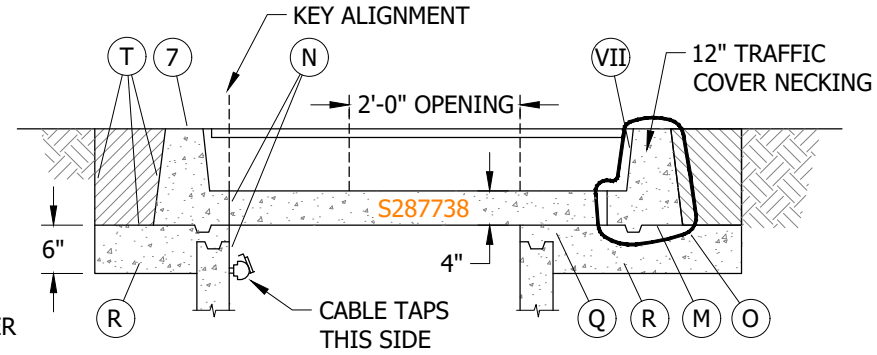

FIGURE 11
(M) BEFORE SETTING TRAFFIC COVER NECKING, PAINT THE UNDERSIDE WITH PRIMER. THIS WILL REDUCE ANY REMOVAL DIFFICULTIES IN CASE OF RETROFIT OR GRADE ADJUSTMENTS. SEE FIGURE 11.
(N) SET THE TRAFFIC COVER USING THE INSIDE LIFTING ANCHORS TO PREVENT ANY PROBLEMS REMOVING THE LIFTING DEVICE. LINE UP THE INSIDE EDGE OF THE TRAFFIC COVER NECKING WITH THE INSIDE EDGE OF THE HANDHOLE INTERMEDIATE SECTION ON THE SAME SIDE THE CABLE TAPS ARE LOCATED. IF HANDHOLE DOES NOT HOUSE CABLE TAPS, ALIGN THE INSIDE EDGE OF THE 3315 HANDHOLE TRAFFIC COVER NECKING WITH THE INSIDE EDGE OF THE INTERMEDIATE HANDHOLE SECTION ON THE STREET SIDE. THIS IS THE KEY ALIGNMENT TO THE ENTIRE INSTALLATION. SEE FIGURE 11.
(O) IF ANY OF THE TRAFFIC COVER NECKING WILL BE SET IN CONCRETE (ALONG A CURB OR IN A CONCRETE STREET), WRAP 4 OR 6 MIL POLYETHYLENE SHEETING COMPLETELY AROUND THE NECKING AND TIE WITH TAPE. THIS WILL PREVENT EXISTING CONCRETE AND NEW CONCRETE FROM BONDING MAKING IT EASIER TO RAISE COVER IN THE FUTURE. SEE FIGURE 11.
(Q) ALIGN TRAFFIC COVER NECKING TO GRADE USING BRICKS OR WOODEN WEDGES. POUR CONCRETE (4-SACK MIX WITH 3/8 INCH PEA GRAVEL OR AS REQUIRED BY CITY OR COUNTY CODES) INSIDE OF NECKING AND INTO THE OVERLAPPING AREA OF SECTIONS. SMOOTH CONCRETE WITH GROUT AND TROWEL. SEE FIGURE 11.
(R) ON THE OUTSIDE OF THE NECKING, POUR AND PACK CONCRETE UNDERNEATH WITH A SHOVEL UP TO THE BOTTOM OF THE NECKING AND UP TO FINAL GRADE LEVEL AT THE CURB. SMOOTH OUT ANY EXCESS CONCRETE COMING THROUGH ON INSIDE OF HANDHOLE. TRIM AWAY EXCESS PLASTIC SHEETING. SEE FIGURE 11.